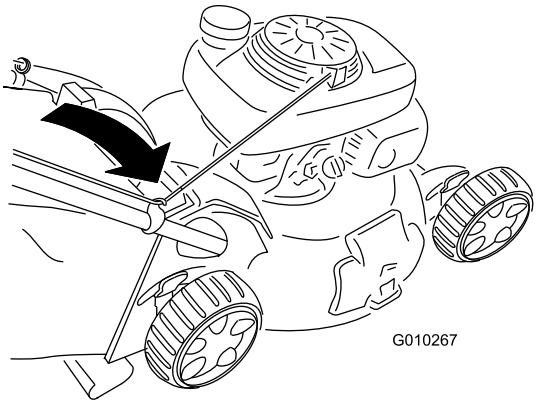

**Figur 28**
2. Før startsnoren rundt om det nedre snorestyr (Figur 28).